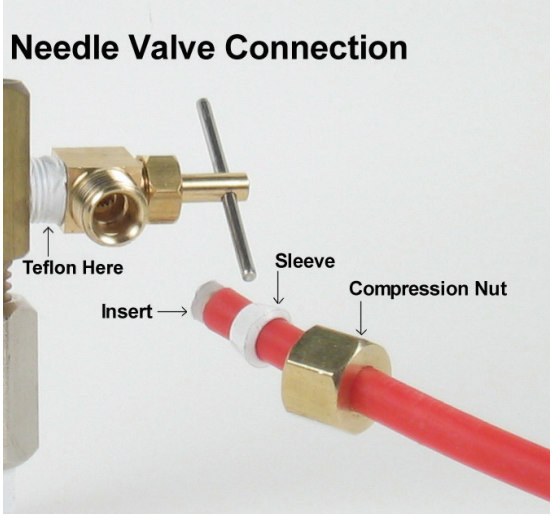

Fig. 5D
4. **Needle Valve:** See **Fig. 5D**. Screw the Needle Valve onto the Adapter tightly. Apply 6-8 rounds of Teflon tape onto Needle Valve before attaching it to the Adapter.